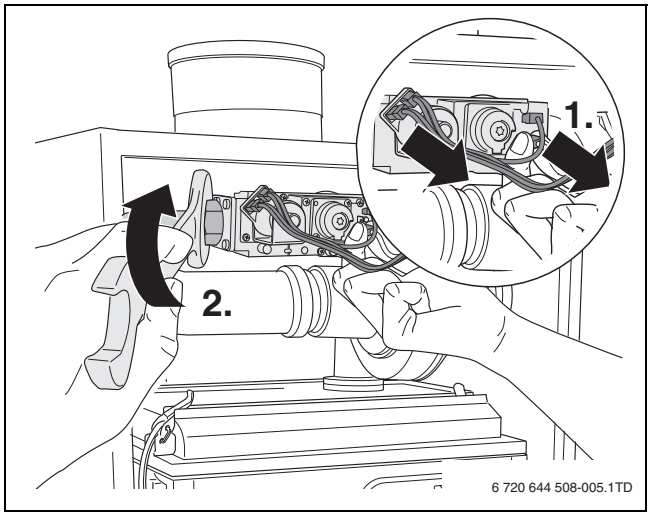

Fig. 5
- ▶ 拔出燃气阀上的电源线 （→ 图 5， [1]，第 43 页）。
- ▶ 松开燃气管上的螺栓连接 （→ 图 5， [2]，第 43 页）。